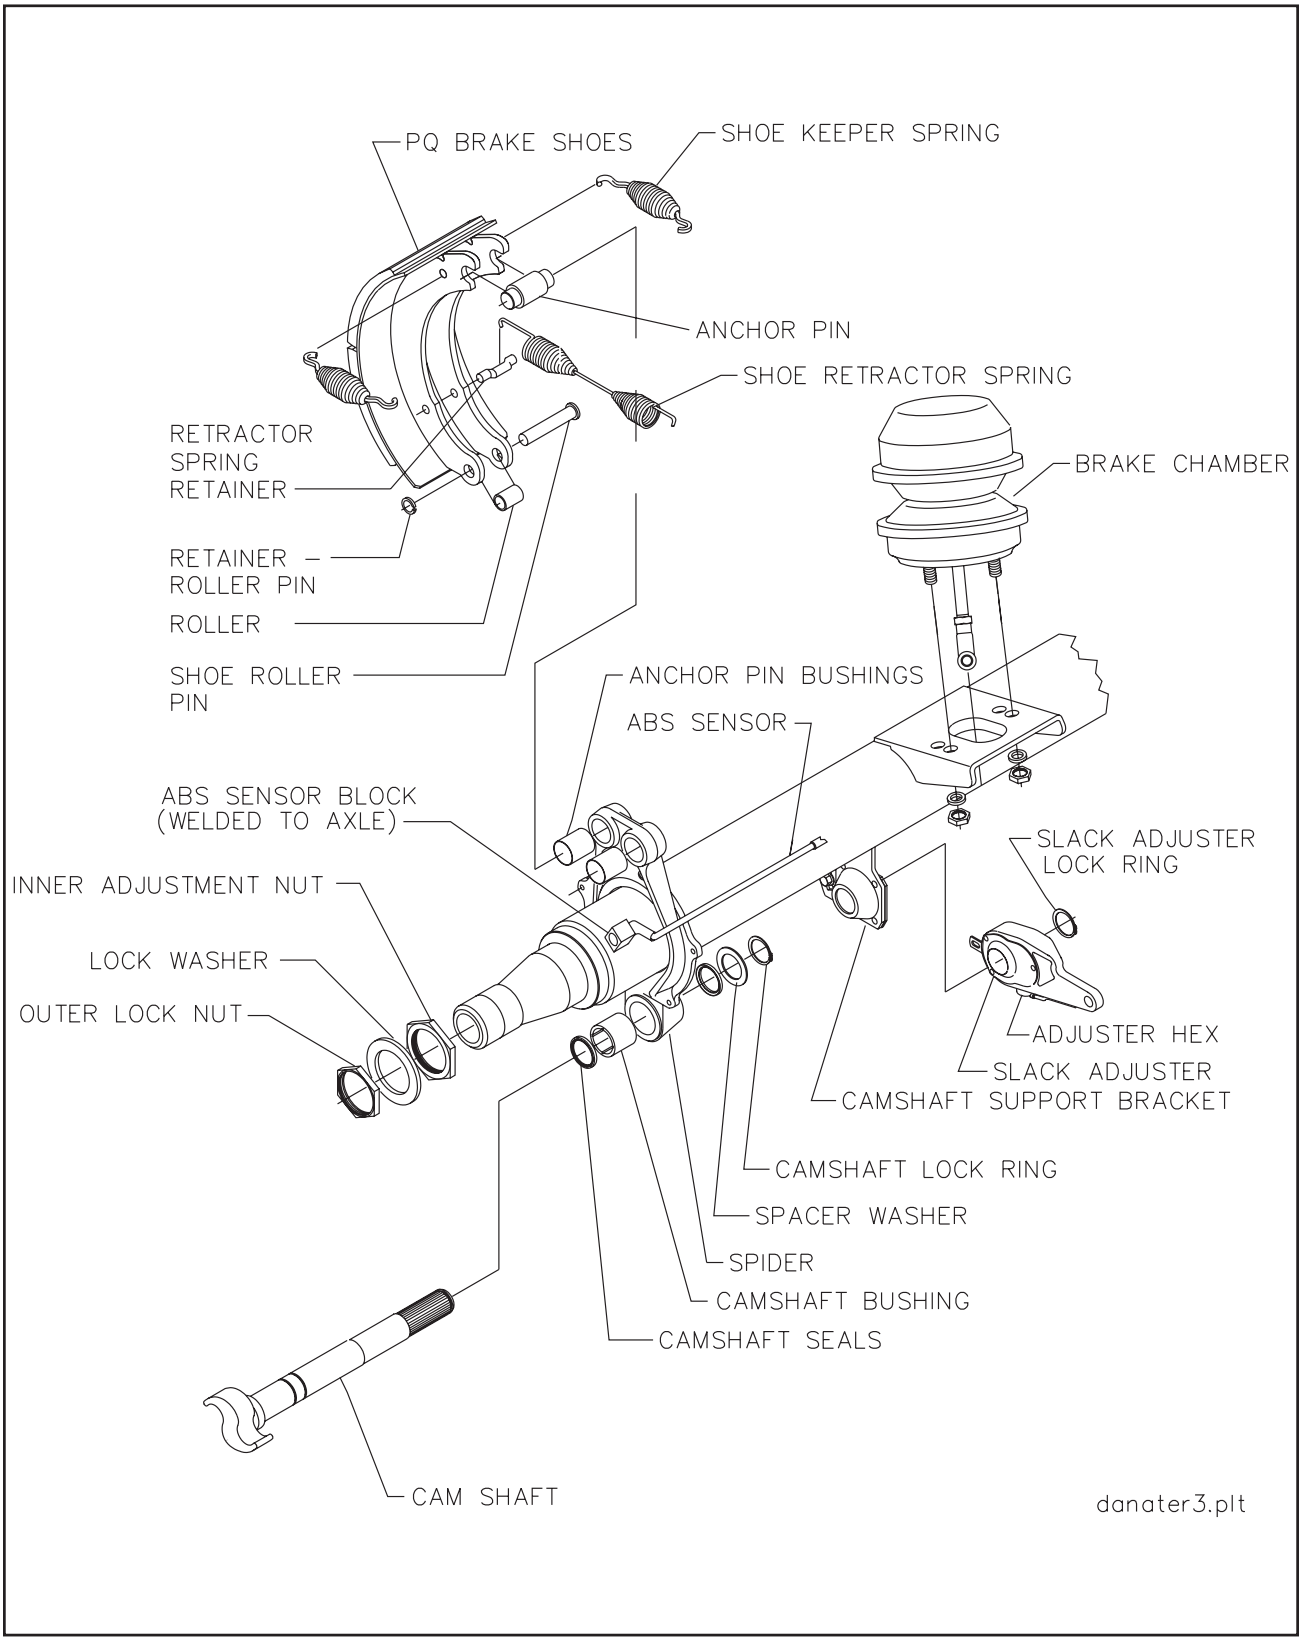

Figure 4-15 Axle and Brake Assembly
b. Disassembly for 12-1/4" X 7-1/2" Brakes (See Figure 4-15)
3. Remove drum assembly **(See Figure 4-15).**
c. Reassembly for 12-1/4" X 7-1/2" Brakes (See Figure 4-15)
d. Disassembly for 16-1/2" x 7" Brakes (See Figure 4-15).
e. Reassembly for 16-1/2 x 7" Brakes (See Figure 4-15).